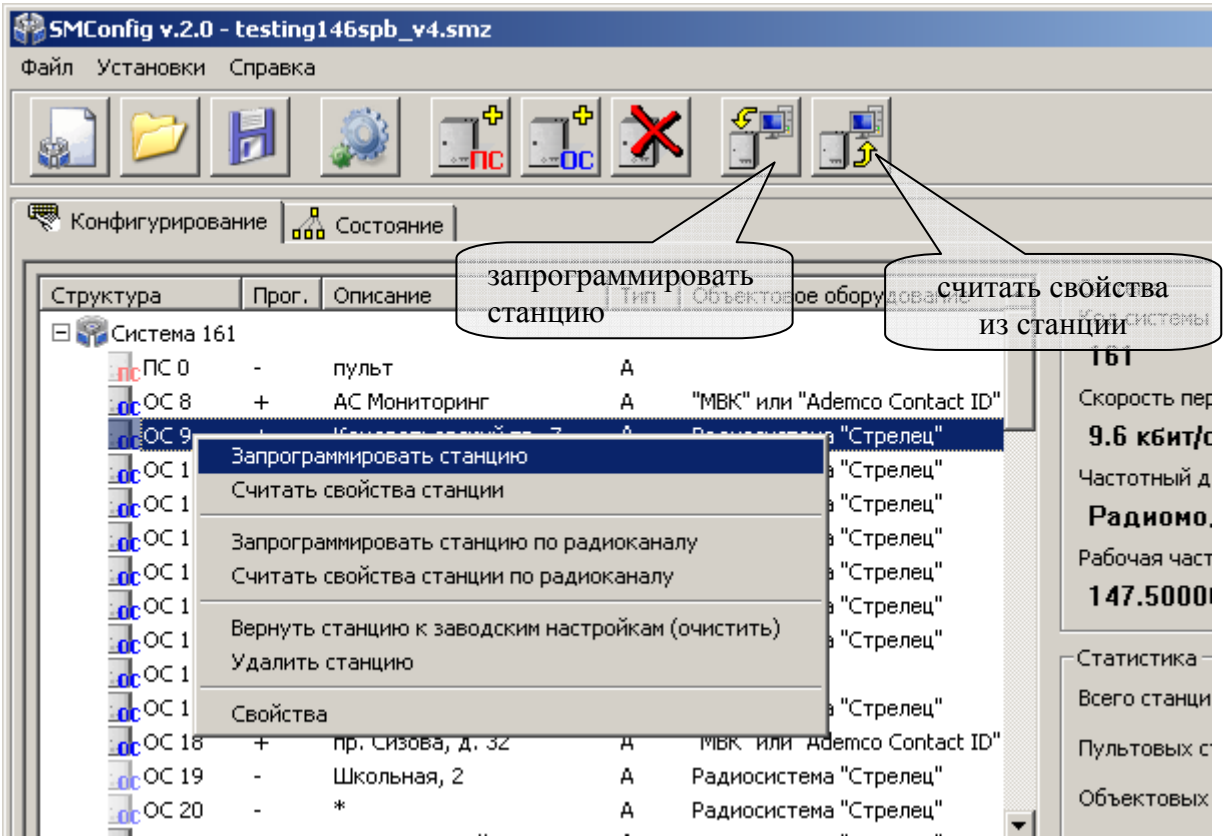

Рис. 37
5. Программирование станции осуществляется нажатием кнопки на панели инструментов или через контекстное меню (Рис. 37). В первую очередь проводится программирование ПС, затем программируются объектовые станции.